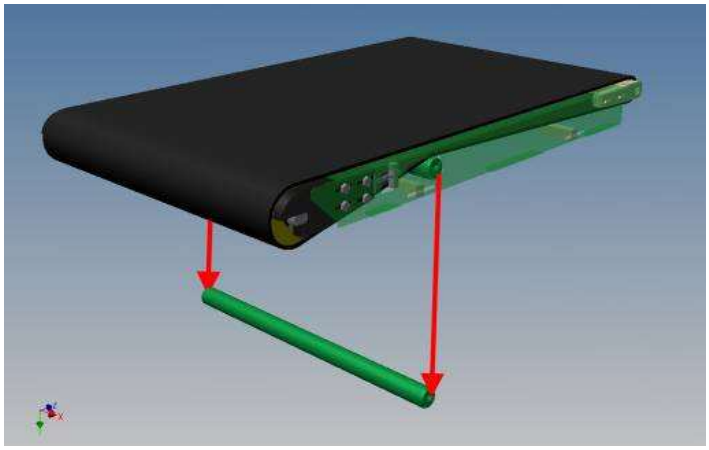

Figura 9-Rimozione rullo di mantenimento
4. Rimuovere il rullo/ rulli di mantenimento Figura 9.
8. Sostituire il rullo/ rulli di mantenimento Figura 9.